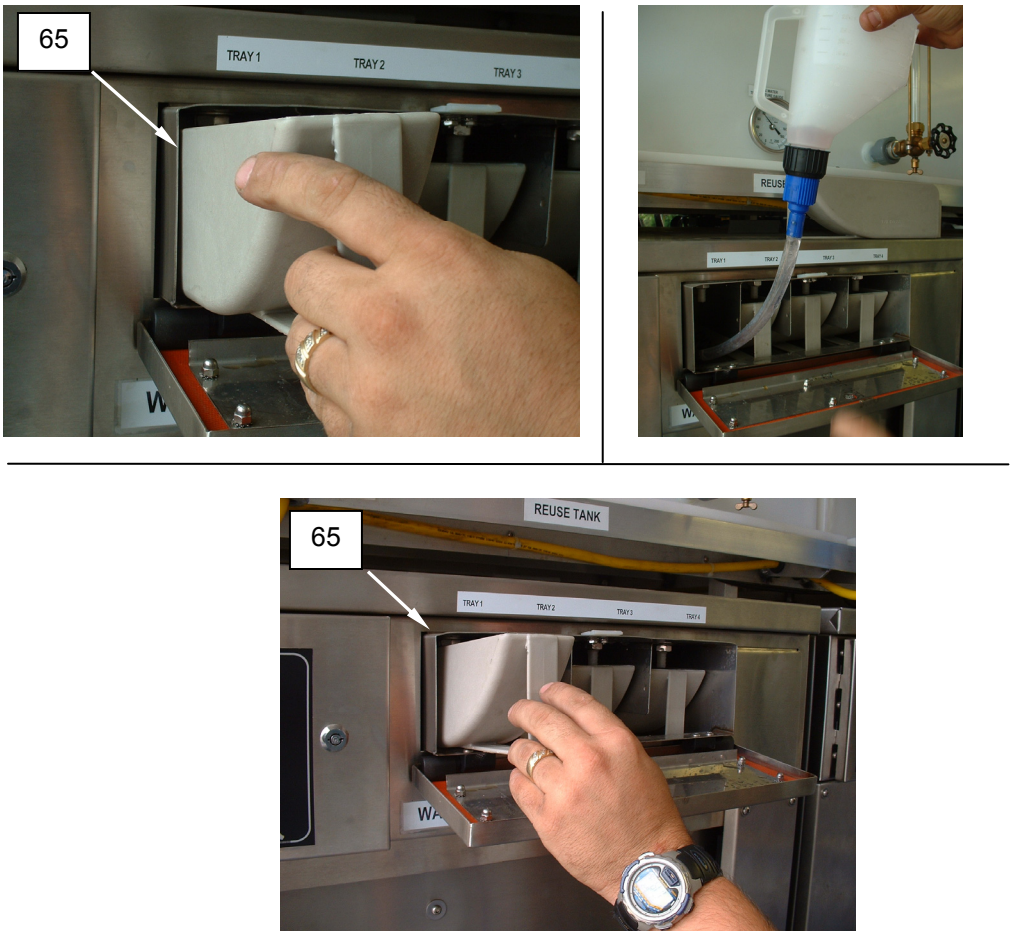

Figure 32. Add Antifreeze - Washer No. 1.
1. Remove tray No.1 **(Figure 32, Item 65)**.
3. Install tray No.1 **(Figure 32, Item 65)**.